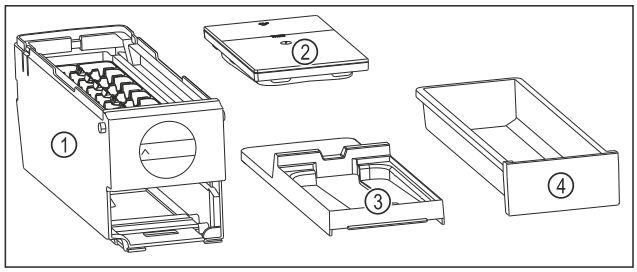

Fig. 143 Součásti EasyTwist-Ice
▷ EasyTwist-Ice je rozebrán na čtyři části. (viz Fig. 143)
▶ EasyTwist-Ice rozebírejte pouze na zobrazené součásti. (viz Fig. 143)
▶ Korpus EasyTwist-Ice *Fig. 143 (1)* vyčistěte jako celek.